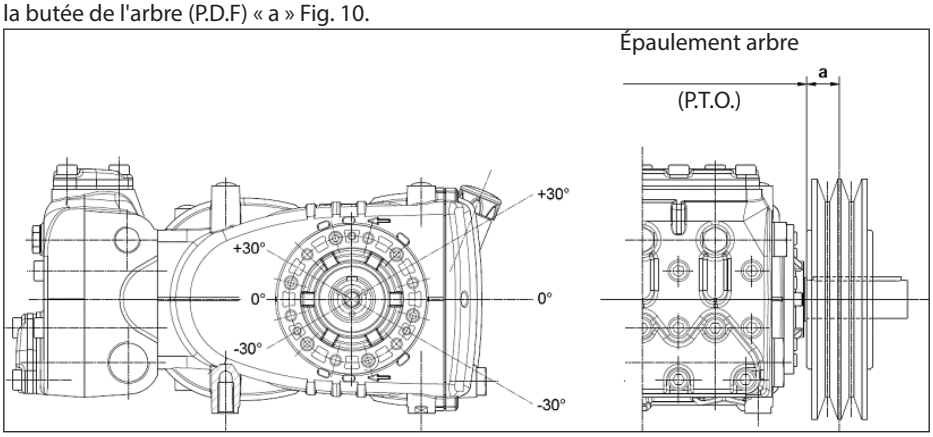

Fig. 10
La charge radiale sur l'arbre ne doit pas être supérieure à 3000 N (valeur nécessaire pour la définition du schéma). La transmission est considérée comme adéquate si cette charge est appliquée à une distance maximale de = 30 mm de la butée de l'arbre (P.D.F) comme indiqué Fig. 10.
b) Utiliser des courroies à haut rendement - par exemple **XPB** au lieu de **SPB** - car il sera nécessaire d'avoir une quantité inférieure de courroies égales à la puissance transmise et par conséquent une distance inférieure de la résultante par rapport à la butée de l'arbre (P.D.F) « a » Fig. 10.